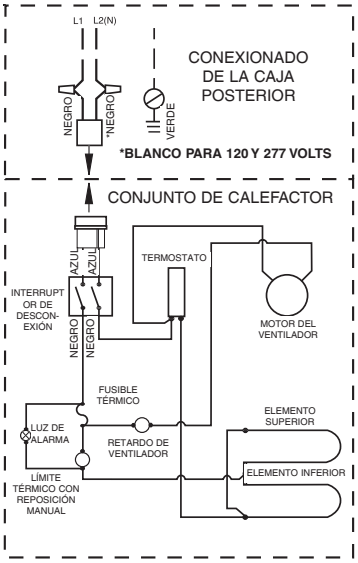

Figura 3
1. Siguiendo el diagrama de conexionado (Figura 3), conecte los conductores de alimentación a los cables de conexión del calefactor situados en la caja posterior.